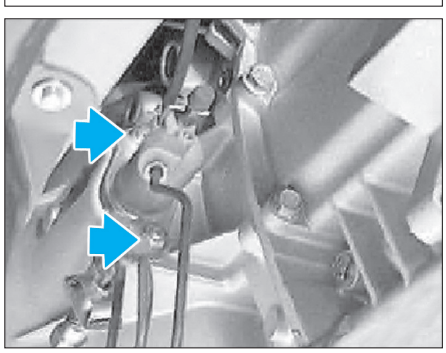

Fig. 11
• Déposer les écrous (flèches) et déposer le cylindre récepteur d'embrayage **(Fig.11)**.